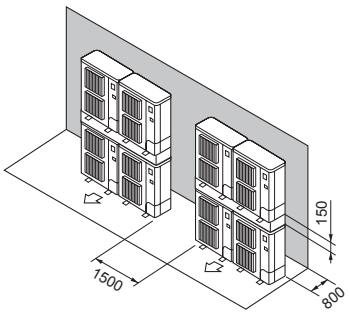

Fig. 2-19
(7) Disposizione unità sovrapposte (Fig. 2-19)